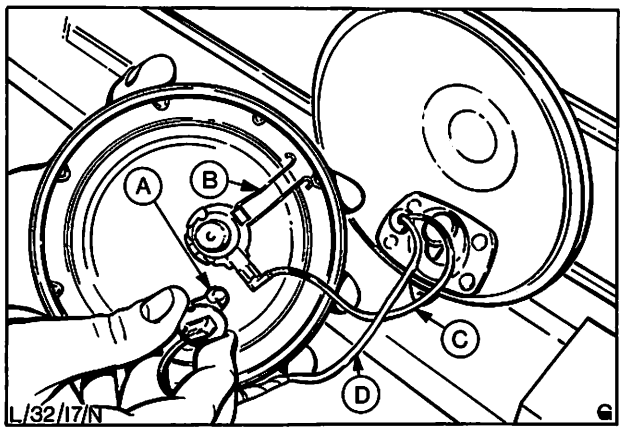

Abb. 41 A = Glühlampe
3. Federklammer „B" in Abb. 41 aufklappen und Lampe „A" aus dem Reflektor herausnehmen.
4. Kabelstrang „D" in Abb. 41 trennen und Glühlampe herausnehmen.